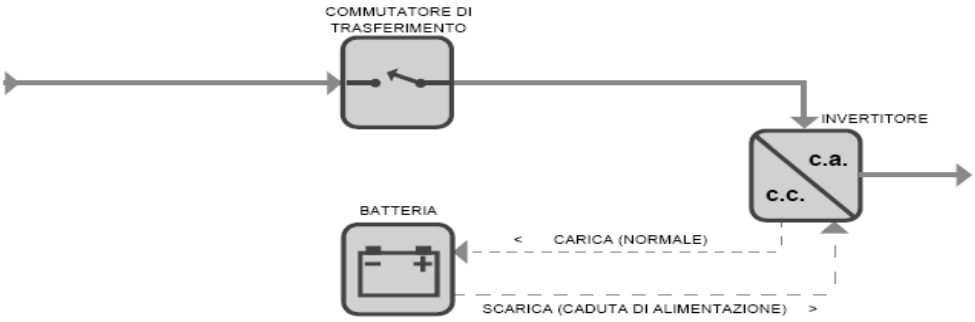

Fig.10
e) *L'UPS Line Interactive*, (Fig.10), L'invertitore collegato all'uscita è sempre attivo. Tale sistema assicura un filtro ulteriore e transitori di commutazione più brevi rispetto alla configurazione Standby. Il funzionamento dell'invertitore in senso inverso (con CA in ingresso normale) consente di ricaricare la batteria. Quando non è presente l'alimentazione in ingresso, il commutatore di trasferimento si apre e l'energia elettrica viene trasferita dalla batteria all'uscita dell'UPS.